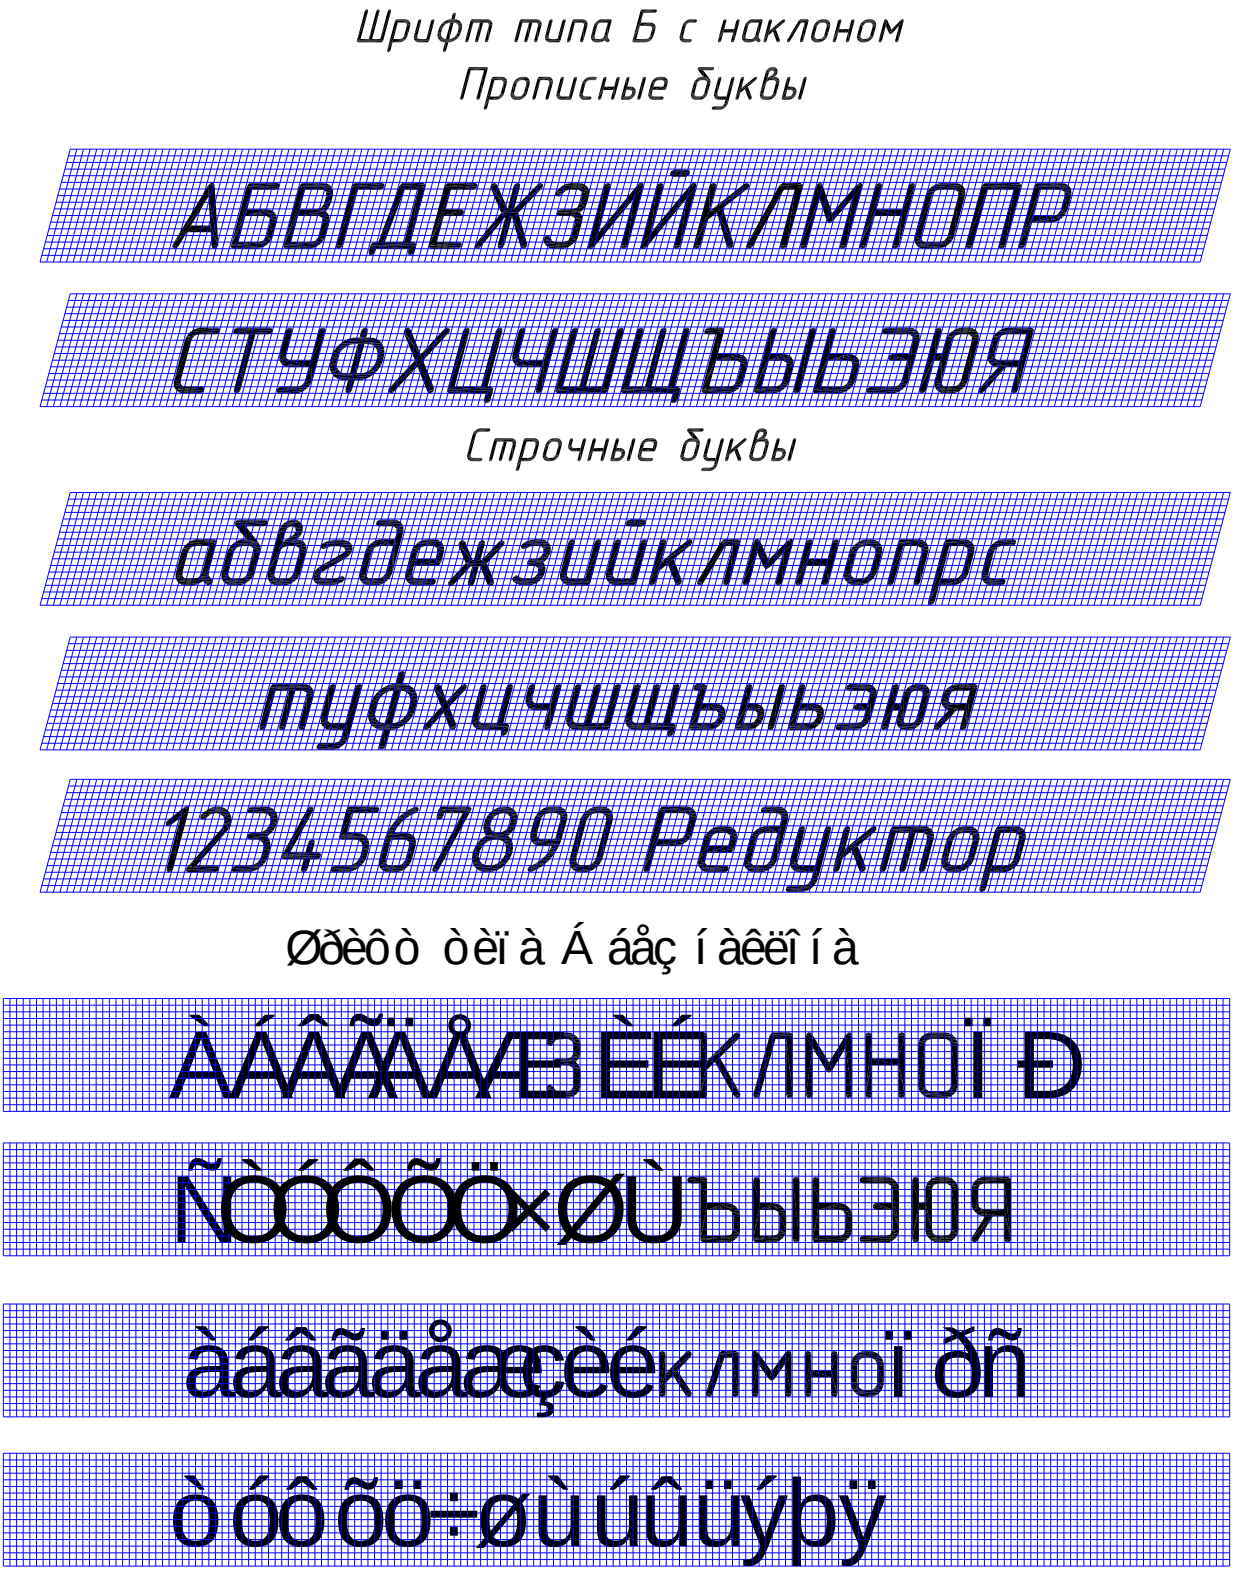

Рисунок 1.6 Тип шрифта Б с наклоном 75° и без наклона
a) Тип Б с наклоном 75° (d = 1/10h) с параметрами, приведенными в таблицах 6 и 7, рисунок 1.6;
b) Тип Б без наклона (d = 1/10h) с параметрами, приведенными в таблицах 6 и 7, рисунок 1.6.